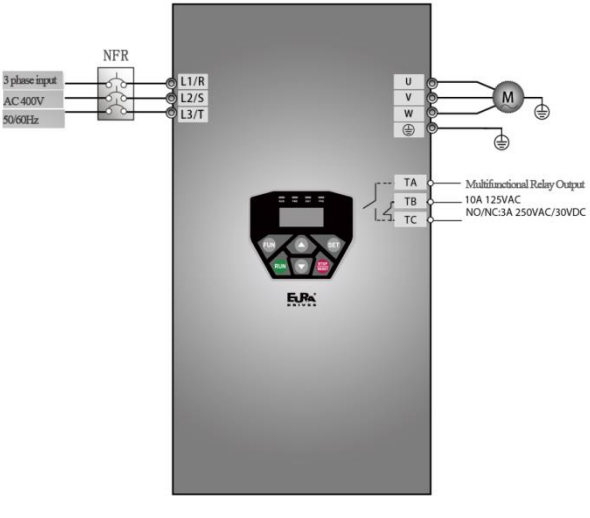

Figure 5-1 Wiring Diagram
(1) Connect the wires in accordance with Figure 5-1. After having checked the wiring successfully, switch on the air switch, and power on the inverter.
(2) Press the “Fun” key, to enter the programming menu.
(3) Set functional parameters of the inverter:
(1) Connect the wires in accordance with Figure 5-1. After having checked the wiring successfully, switch on the air switch, and power on the inverter;